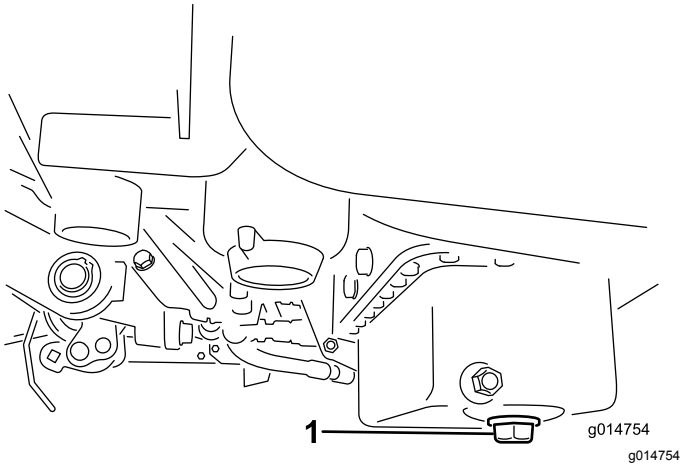

Rysunek 30
1. Odkręć korek spustowy i spuść olej do miski drenażowej. Zakręć korek, gdy olej przestanie wyciekać (Rysunek 30).